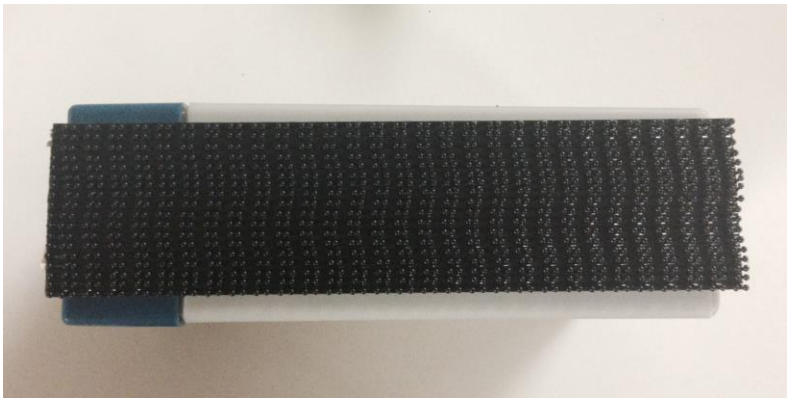

FIGURE 3 REPLACEMENT BATTERY WITH DUAL LOCK™ FASTENER (IWT P/N: FAP9100-015)
7. Insert the new battery (IWT P/N: FAP9100-015) in the battery compartment by lining up Dual Lock™ fastener on battery with Dual Lock™ fastener installed in unit (see Figure 3). Positive terminal of the battery should be facing bottom of enclosure.